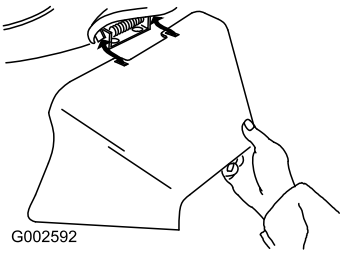

Figur 29
3. Monter sideutslippssjakten og lukk luken på sjakten (Figur 29).